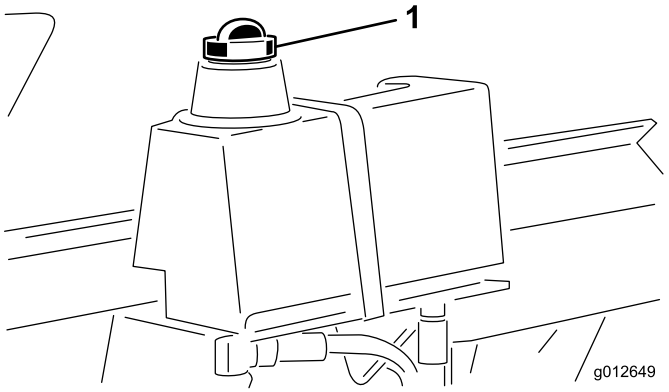

Rysunek 9
2. Oczyścić obszar wokół szyjki wlewu i korka zbiornika hydraulicznego (Rysunek 9). Odkręć korek z szyjki wlewu.